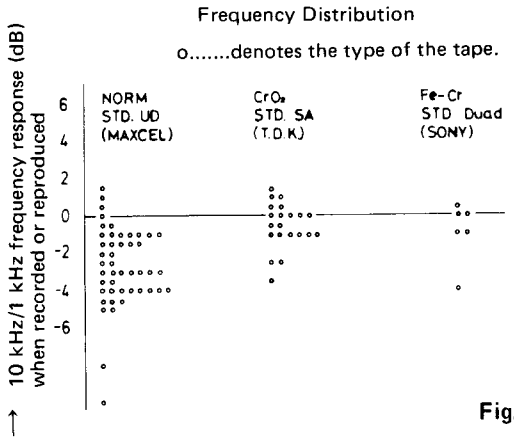

Fig. 2
As seen in Fig. 2 (with each tape having its optimum bias current set), this bias current is determined by taking into account the high-band molecular characteristic and distortion rate of the particular tape. Equalization level must then be set to obtain a flat molecular characteristic corresponding to that bias current.
7. As shown in Fig. 2, the tape is rewound to the position at the 1.5 sec lapse from the beginning of recording; see item 6.